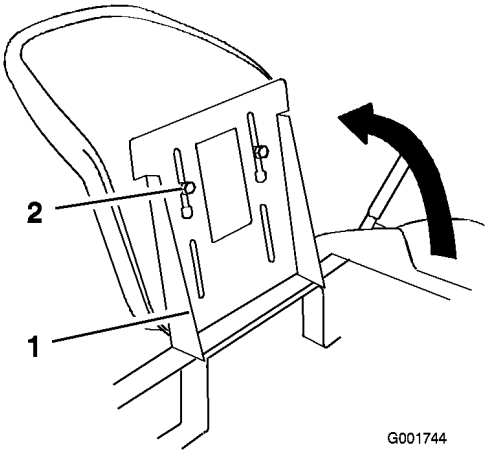

Figure 4
2. Relevez le support du siège sur la machine (Figure 4)
3. Insérez les boulons à épaulement en bas du siège dans les fentes du support de siège (Figure 4).